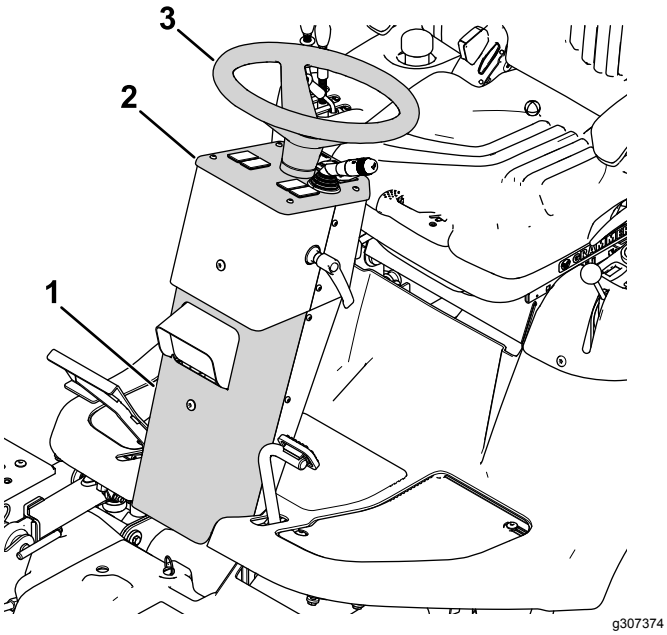

Figure 13
3. Remove the steering wheel, dashboard, and front panel (Figure 13).